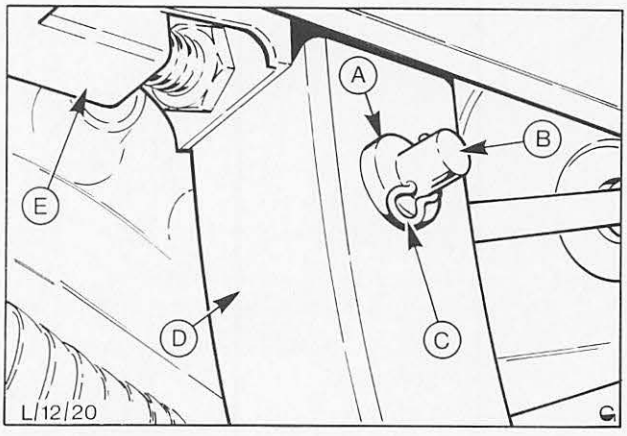

Abb. 50 A = Büchse
2. Federklammer – Bremsdruckstange am Pedal entfernen und Gabelbolzen herausdrücken, Abb. 50.